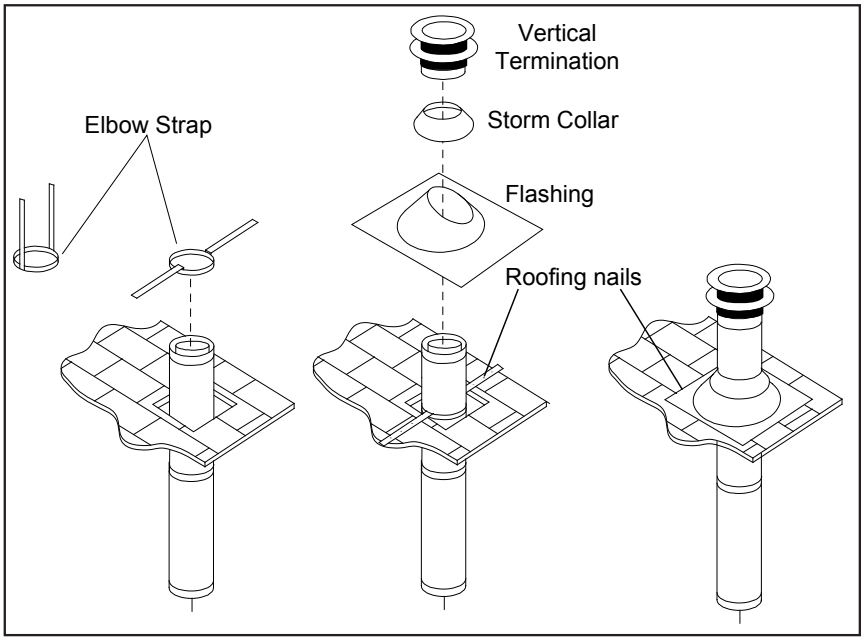

Figure 34. Vertical Vent Termination
STEP 6. Once the pipe sections have been joined, and run up through the hole in the roof, slip an elbow strap over the exposed sections, bend the support straps outwards, and push the elbow strap down to the roof level, as shown in Figure 34. Tighten the clamp around the pipe section. Use a level to make sure the pipe is truly vertical. With roofing nails, secure the support straps to the roof. Seal the nails holes heads with non-hardening mastic. Trim the excess length of the support straps that extend out beyond the edge of the flashing.
STEP 9. Slip the storm collar over the pipe, and push it down to the top of the roof flashing as shown in Figure 34. Use the non-hardening sealant around the joint between the pipe and the storm collar.